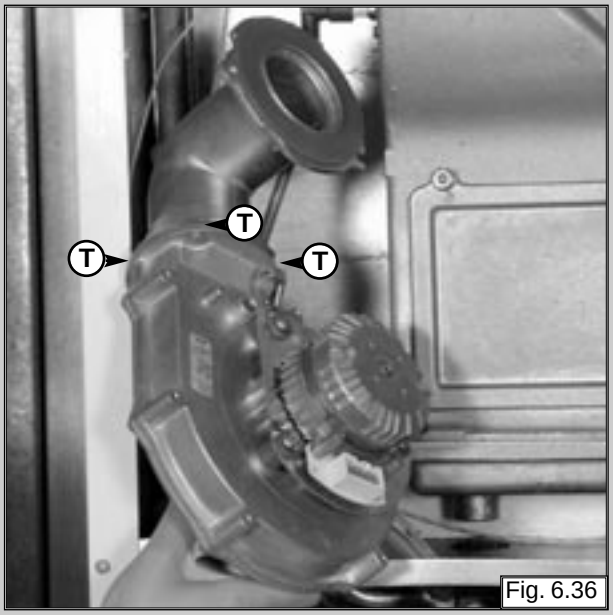

Fig. 6.36
2. Remove the fan, unscrew the screws “T” (Fig. 6.36+6.37);